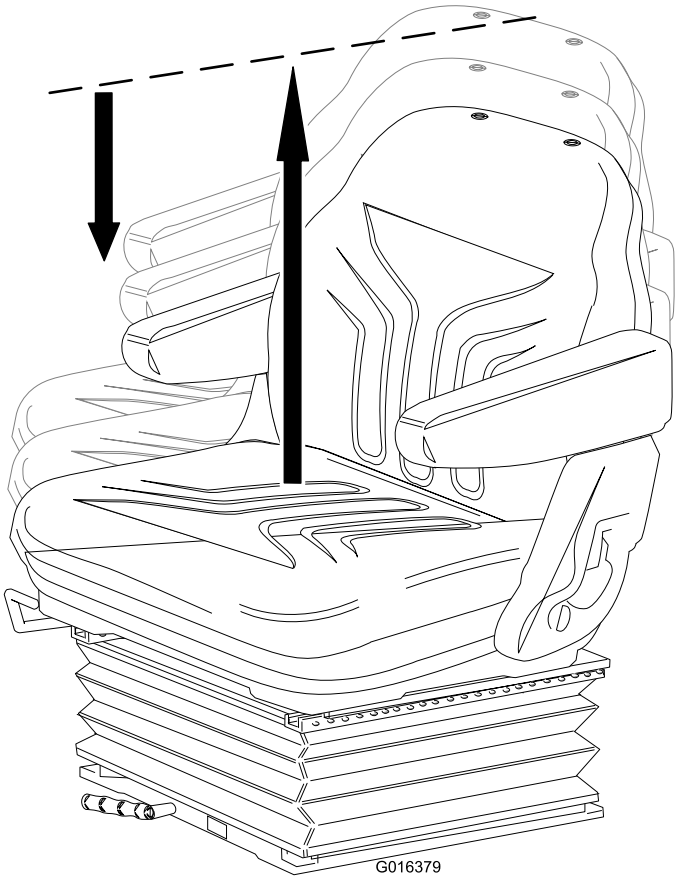

Figuur 13
- **Hoogte-instelling:** Til de stoel handmatig op om deze stapsgewijs in te stellen. Om de stoel omlaag te brengen, tilt u de stoel boven de hoogste instelling en laat u hem zakken naar de laagste instelling (Figuur 13).